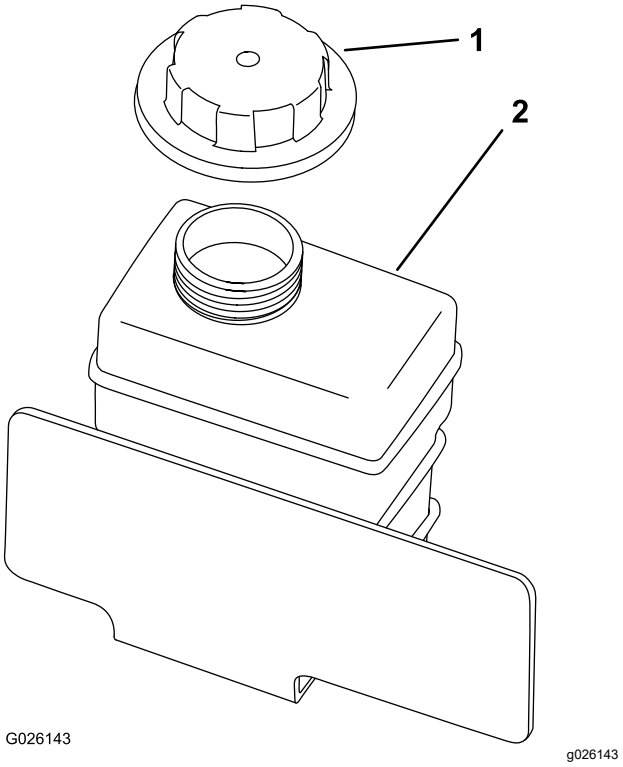

Figur 56
8. Fyll långsamt reservtanken för kylvätska tills nivån når påfyllningsrörets nedersta del (Figur 56).
9. Sätt tillbaka locket på reservtanken (Figur 56).